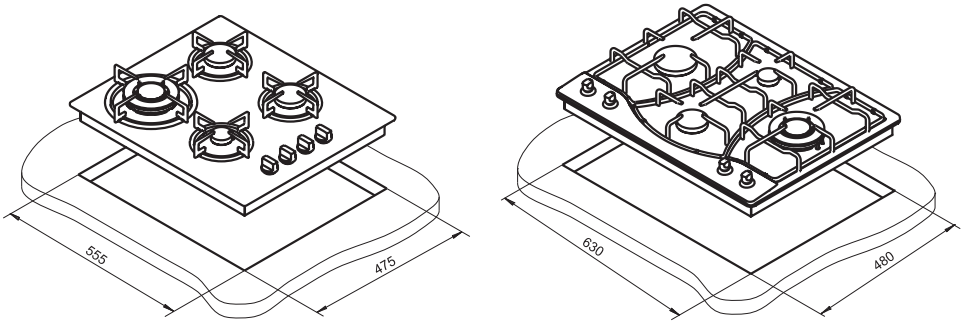

рис. 1
■ Выполнить в столешнице вырез с размерами 630x480 мм для моделей BGM341 01...04, для остальных моделей - вырез с размерами 555x475 мм (см. рис.1) и проверить входимость плиты в вырез столешницы. При необходимости подработать вырез таким образом, чтобы плита свободно устанавливалась и извлекалась из столешницы.